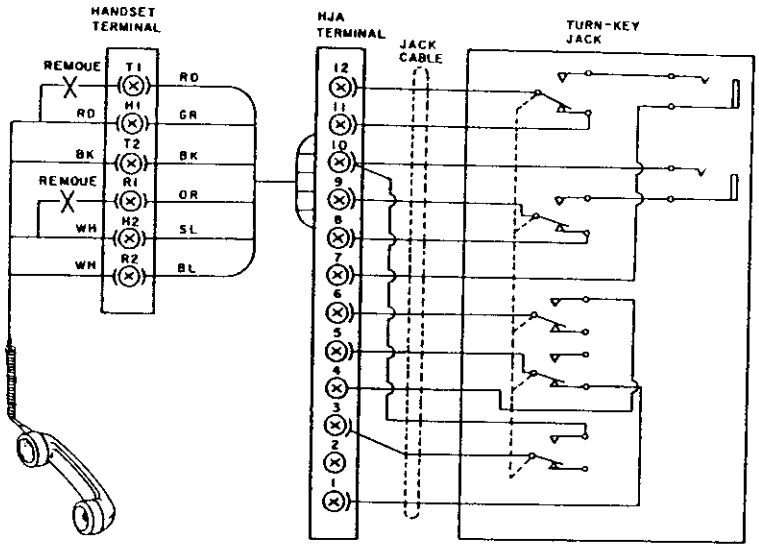
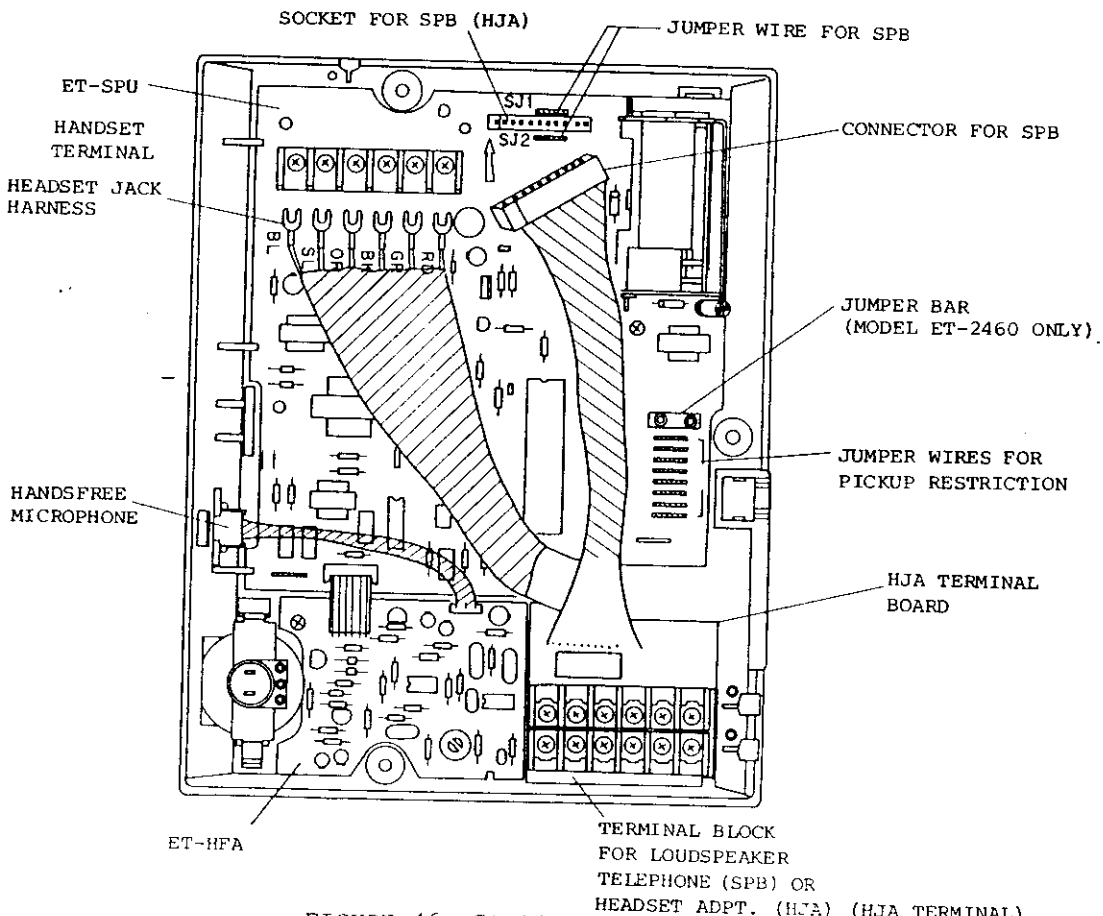
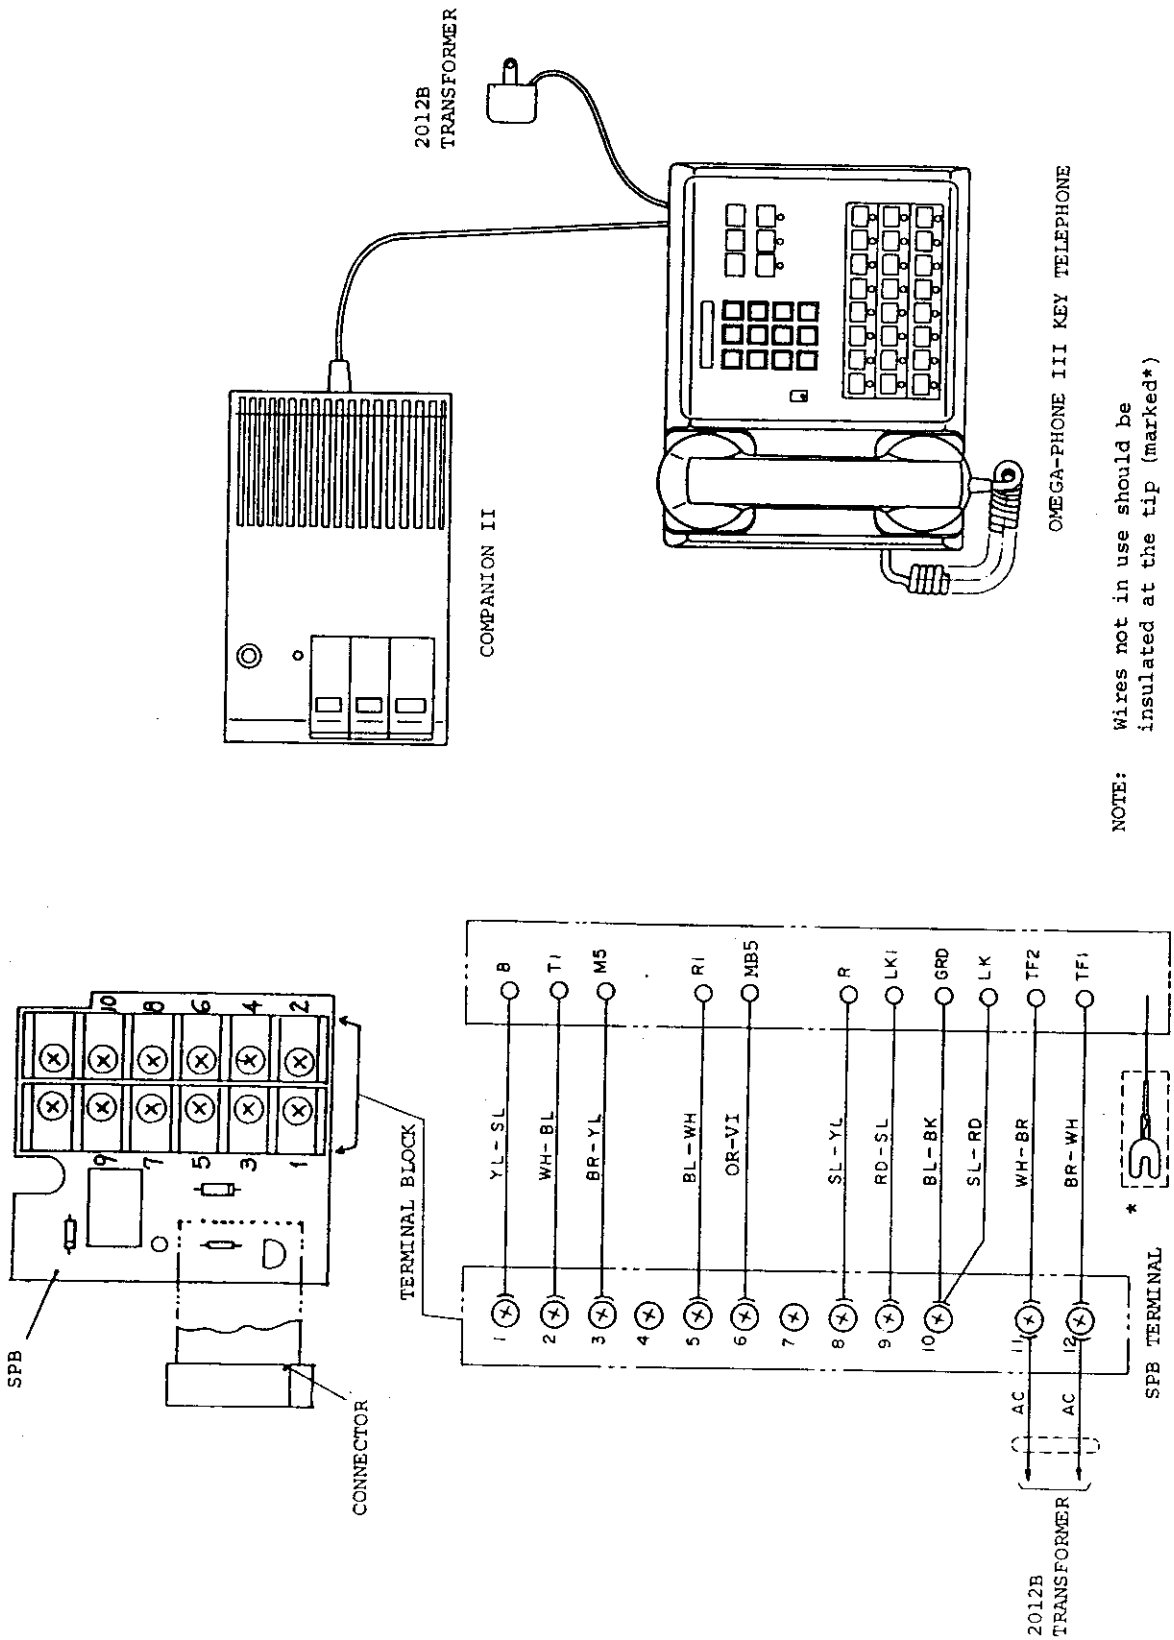

FIGURE 45 HEADSET JACK (HJB) Installation
FIGURE 46 Station Component Layout
FIGURE 47 Companion II Installation
FIGURE 46 illustrates the mounting of the HJA Terminal Board on the station lower case as well as the HJA Connector and Handset Terminal wiring. The HJA mounts on the station base plate held in place by one screw. To install the HJA in the station:
(1) Attach the HJA Connector to the SPC socket on the station circuit card as illustrated in FIGURE 46.
(2) Cut the SJ2 strap on the station circuit card. Strap SJ2 should only be cut as long as a jackset is physically connected to the HJA Terminal Board.
(3) Connect the six wires to the Handset Terminal as illustrated in FIGURE 45.
(4) Using a file or a drill bit, remove the cutout indication on the station base for the headset jack cable.
(5) Connect the headset jack cable to the HJA Terminal Board as illustrated in FIGURE 45. Terminations on the HJA Terminal Board are in accordance with the individual jackset function color coding. FIGURE 45 illustrates the required switching (contacts) internal to the jackset for proper operation.
To install the loudspeaker telephone adapter, refer to FIGURE 46 for mounting the SPB terminal board in the E-KEY station. FIGURE 47 illustrates use of the Companion II unit, and FIGURE 48 illustrates the PC-4A installation. To install the SPB:
(1) Remove the 6-pin modular drop cord and open the E-KEY station by loosening the three screws on the station base.
(2) After separating the housing, remove the SPKR leads and keyboard connector from the station circuit card (SPU).
(3) Mount the SPB terminal board on the SPU as illustrated in FIGURE 46.
(4) Insert the SPB connector into the SPB socket on the SPU station circuit card.
(5) Cut the SJ1 and SJ2 jumper wires on the SPU station circuit card as illustrated in FIGURE 46.
(6) Two cutout indications are provided on the E-KEY telephone case for the speaker telephone cables. Use a drill bit or round file to remove the cutouts.
(7) When using the Companion II, wire the SPB terminal to the Companion II drop cord as illustrated in FIGURE 47.